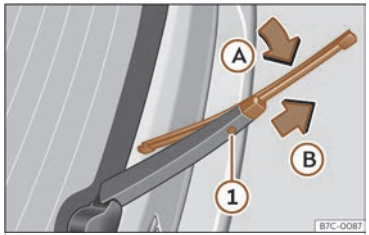

Fig. 186 Cambio de la escobilla de la luneta trasera.
- Rote la escobilla ligeramente ››› **fig. 186** (flecha Ⓐ).
- Mantenga presionada la tecla de desbloqueo ① tirando de la escobilla en el sentido de la flecha Ⓑ.
- Inserte en el brazo limpialuneta una escobilla nueva **de la misma longitud y tipo**, en sentido contrario a la flecha Ⓑ hasta que encastre la tecla ①.